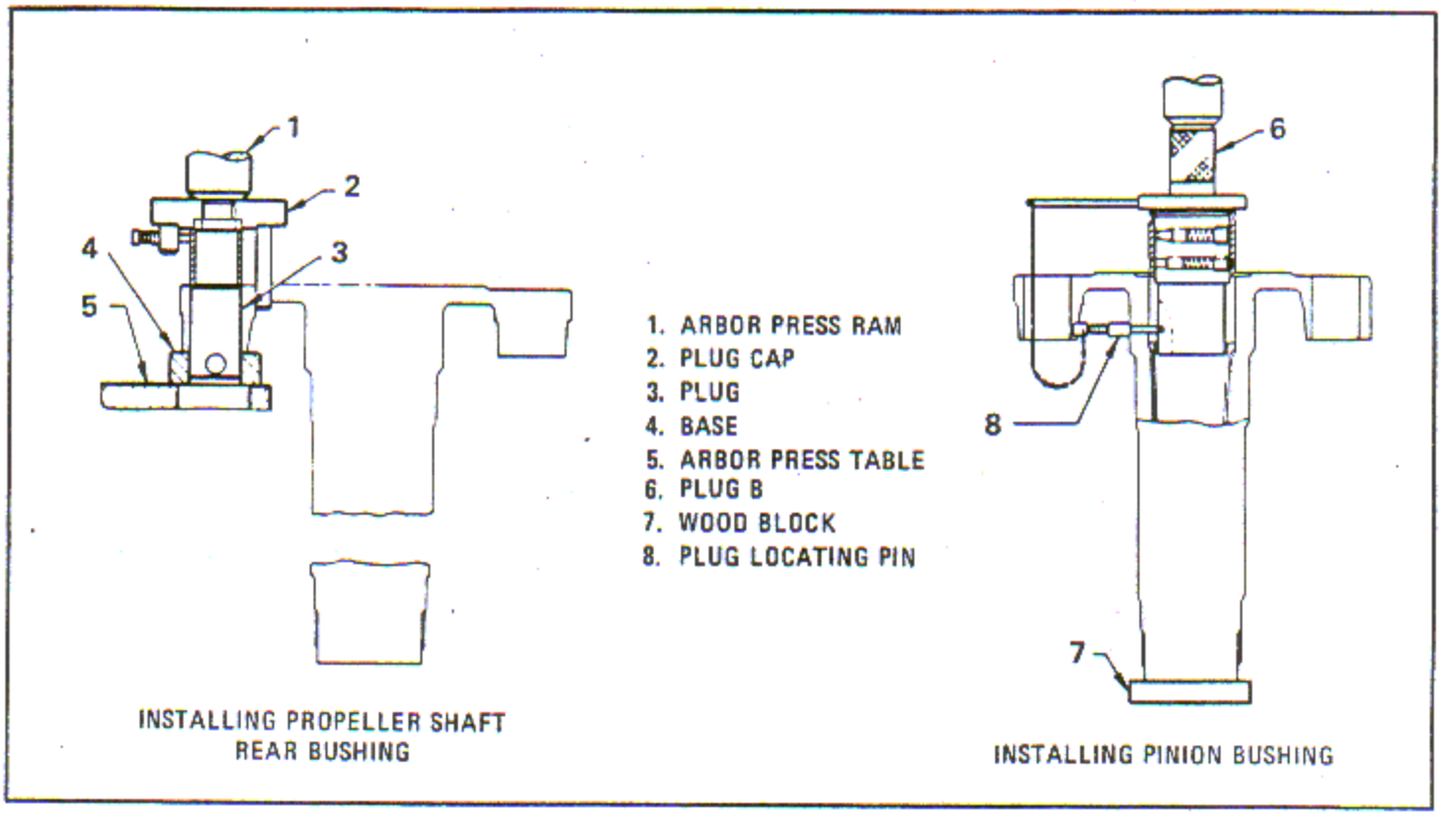

Figure 6-54. Installing Propeller Shaft Rear Bushing and Pinion Bushing
a. Assemble the proper inside diameter size bushing on plug (3, figure 6-54) so that the lower plunger engages the bushing oil hole. Chill bushing and plug to approximately -57°C (-70°F). Heat the propeller shaft in an oven or hot oil bath to 205°C (400°F).
b. Support the shaft on an arbor press table (5) using a locally fabricated wood block (8) as shown. Insert the plug locating pin into the propeller shaft oil hole and depress the spring so that the locating pin engages the slot in the plug. Press the bushing in until the plug flange contacts the end of the shaft. Maintain pressure until the bushing is tight in the shaft.